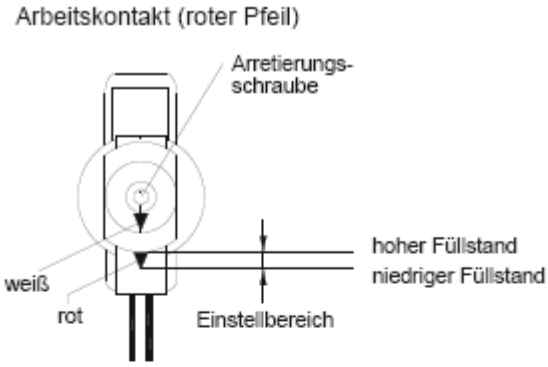
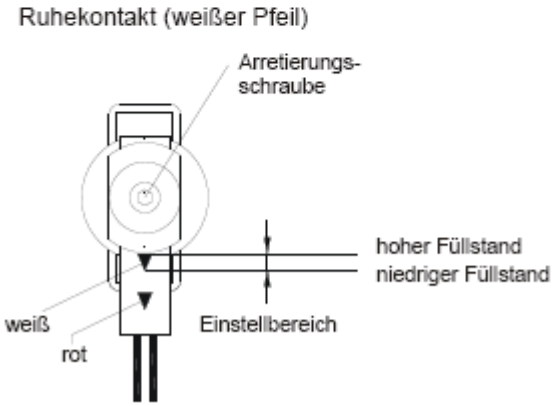

Abb. 15
Abb. 16
- Danach ist die Arretierungsschraube (Innensechskant SW 2,5 bei Messing- und Edelstahlausführung bzw. Kreuzschlitz bei Kunststoffausführung) zu lösen und die Schalteinheit so weit zu verschieben, dass bei gewünschtem Arbeitskontakt (Abb. 15) der rote bzw. bei Ruhekontakt (Abb. 16) der weiße Pfeil am Eingang der Führung der Schalteinheit sichtbar ist.